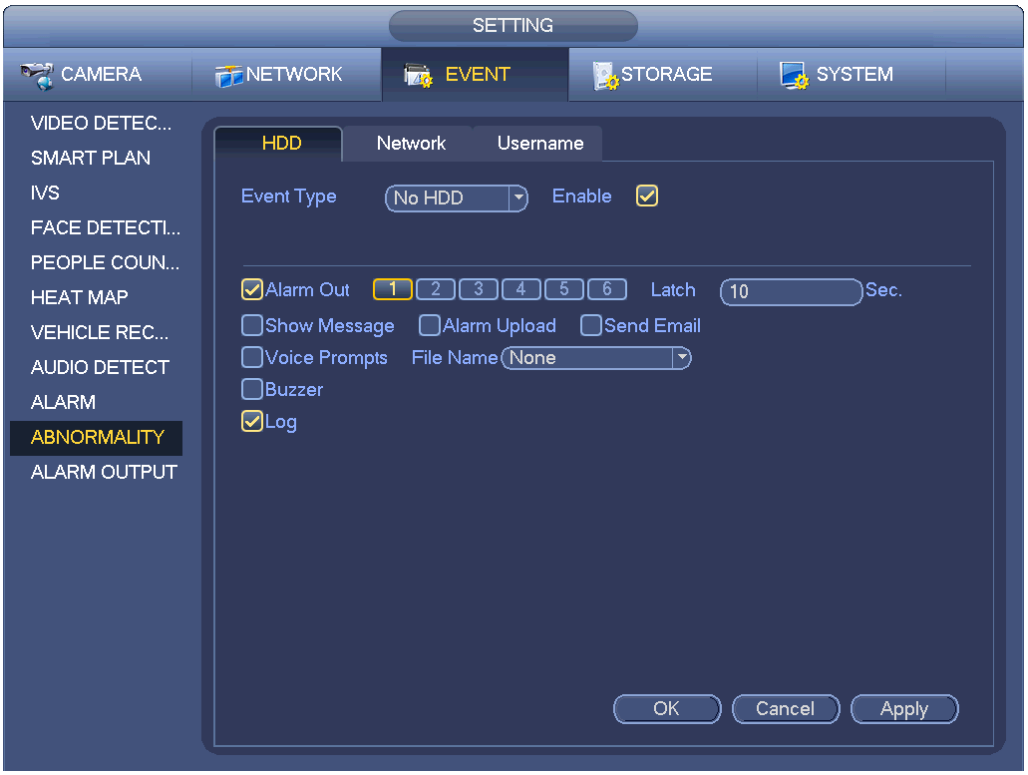

Figure 4-155
Step 1 From main menu->Setting->System->POS, the interface is shown as below. See Figure 4-155.